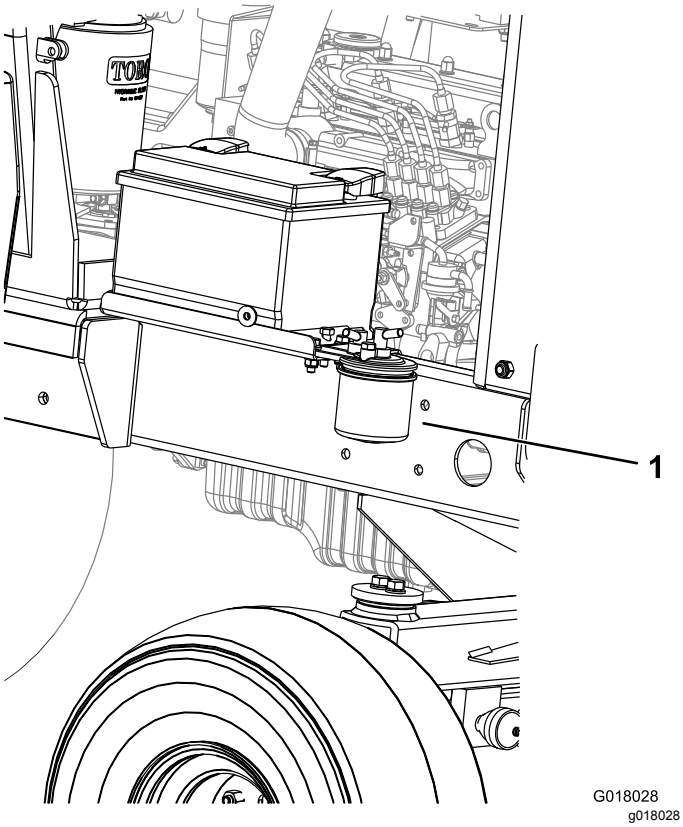

**Figuur 47**
1. Plaats een schone opvangbak onder de brandstoffilterbus (Figuur 47).